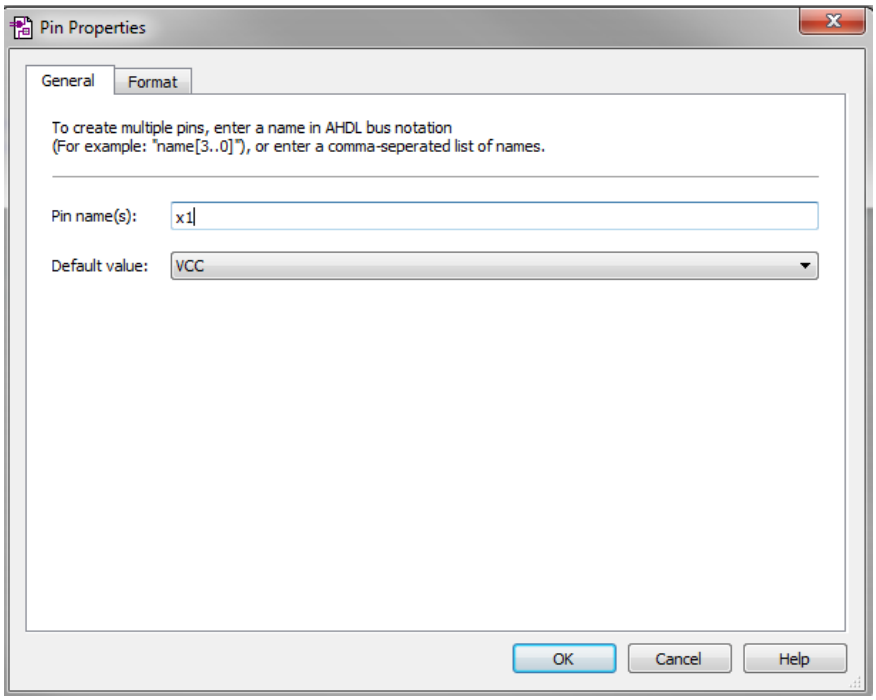

Figure 10. Assigning input name.
7. Assign name to input and output symbols. For example, double click on the first input and type ***x1*** in the **Pin name(s)** box as shown in Figure 10. Assign ***x2*** to the second input and ***f*** to the output symbols.